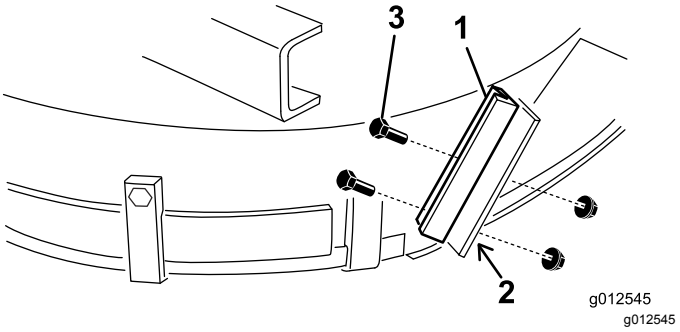

Figure 17
1. En vous servant de la nouvelle butée de déflecteur comme gabarit, placez-la sur la butée plate existante (Figure 17). Le bas de la nouvelle butée doit être de niveau en bas en touchant le côté du plateau, et être parallèle avec le bord extérieur du support du déflecteur.
3. Montez le nouveau support de déflecteur sur l'ancienne butée du déflecteur au moyen de 2 boulons (¼"-20 x ¾") et contre-écrous (¼"-20), comme montré à la Figure 17.